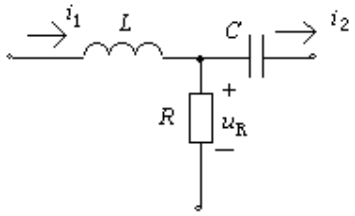

图 5
13. 图 5 所示电路中，电流 $i_1=(3+5\sin\omega t)$ A，$i_2=(3\sin\omega t-2\sin3\omega t)$ A，则 1Ω电阻两端电压 u_R 的有效值为（　）。